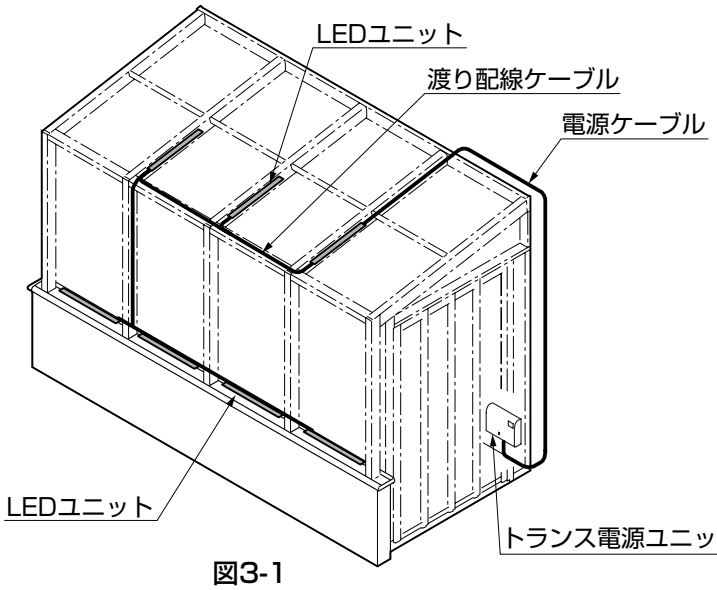
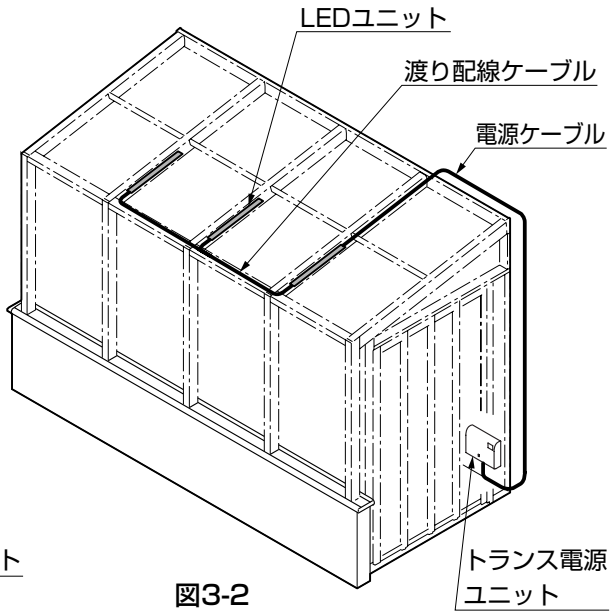

図3-1
図3-2
①図3-1、図3-2のようにLEDユニットの配線をとりまわしてください。